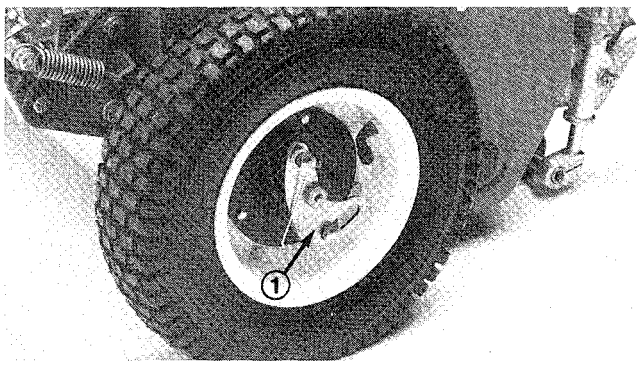

**Figure 3**
2. Apply Never–Seez to the exposed ends of axles and slide wheel onto axle (Fig. 3).
3. Pivot wheel locking clip away from center of wheel allowing wheel to slide farther onto axle (Fig. 3).